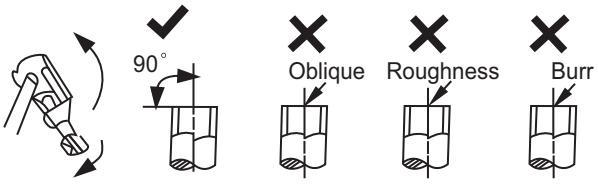

Fig. 27 — Pipe Cutting
a. Cut the pipe, with a pipe cutter, at 90 degrees (see Fig. 27).